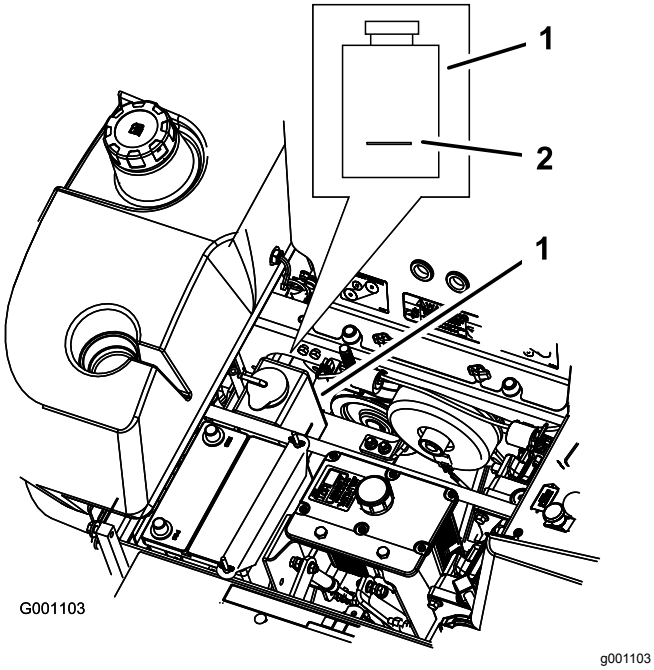

Figur 66
3. Kontrollera nivån i överströmningsbehållaren medan motorn är kall. Vätskan ska nå upp till utbuktningen på utsidan av överströmningsbehållaren (Figur 66).
4. Om kylvätskenivån är låg tillsätter du en 50/50-blandning av frostskyddsmedel med förlängd hållbarhet/Dex-Cool® och vatten i överströmningsbehållaren (Figur 66).
5. Tillsätt 50/50-blandningen till överströmningsbehållaren och fyll den upp till indikatorstrecket på behållaren (Figur 66).